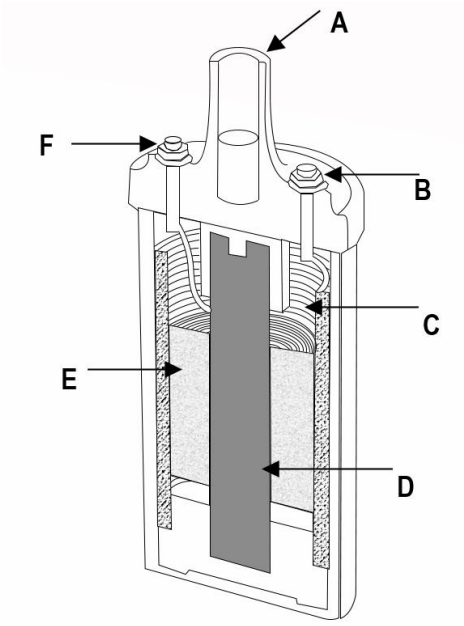

FIGURE 4
5.4 FIGURE 4 below shows a conventional ignition coil. Identify and name the comments ladled (A – F) in the ANSWER BOOK. (6)